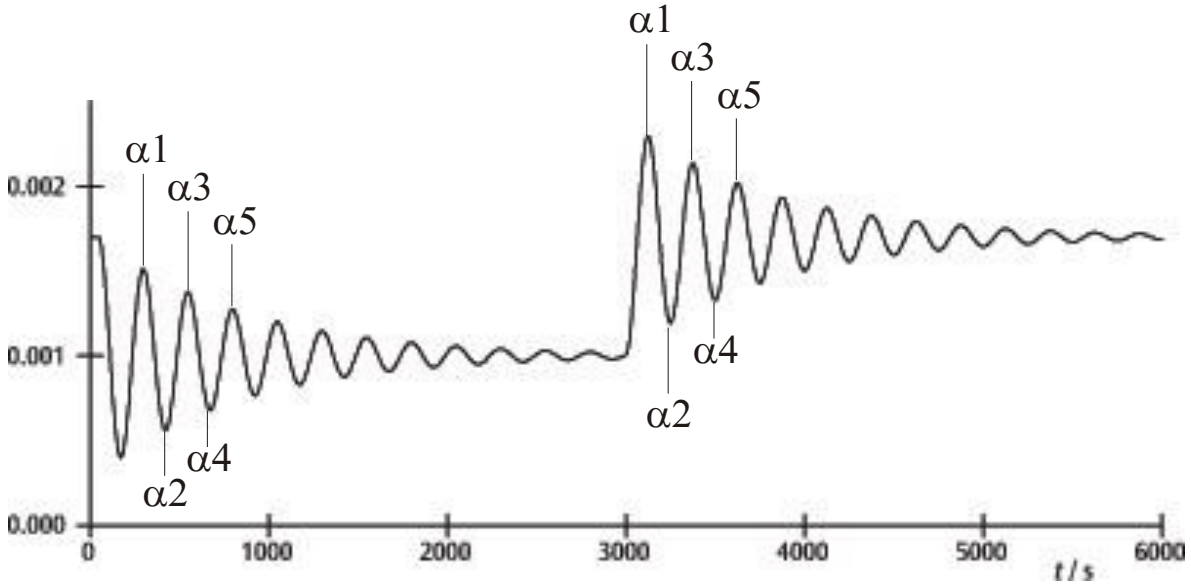

Fig. 7 Bestimmung der Gleichgewichtslagen
- Dazu mit dem Cursor auf die Maxima und Minima der Kurve gehen und die Werte im Feld „Data“ der Informationsleiste ablesen (siehe Fig. 7).